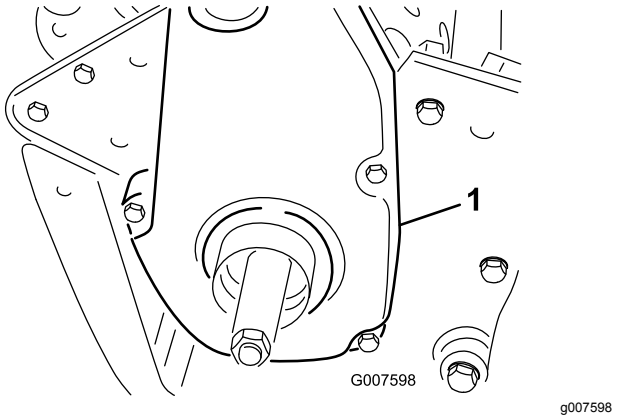

Figur 50
6. Fjern den bageste remskærm på højre side af maskinen (Figur 50).